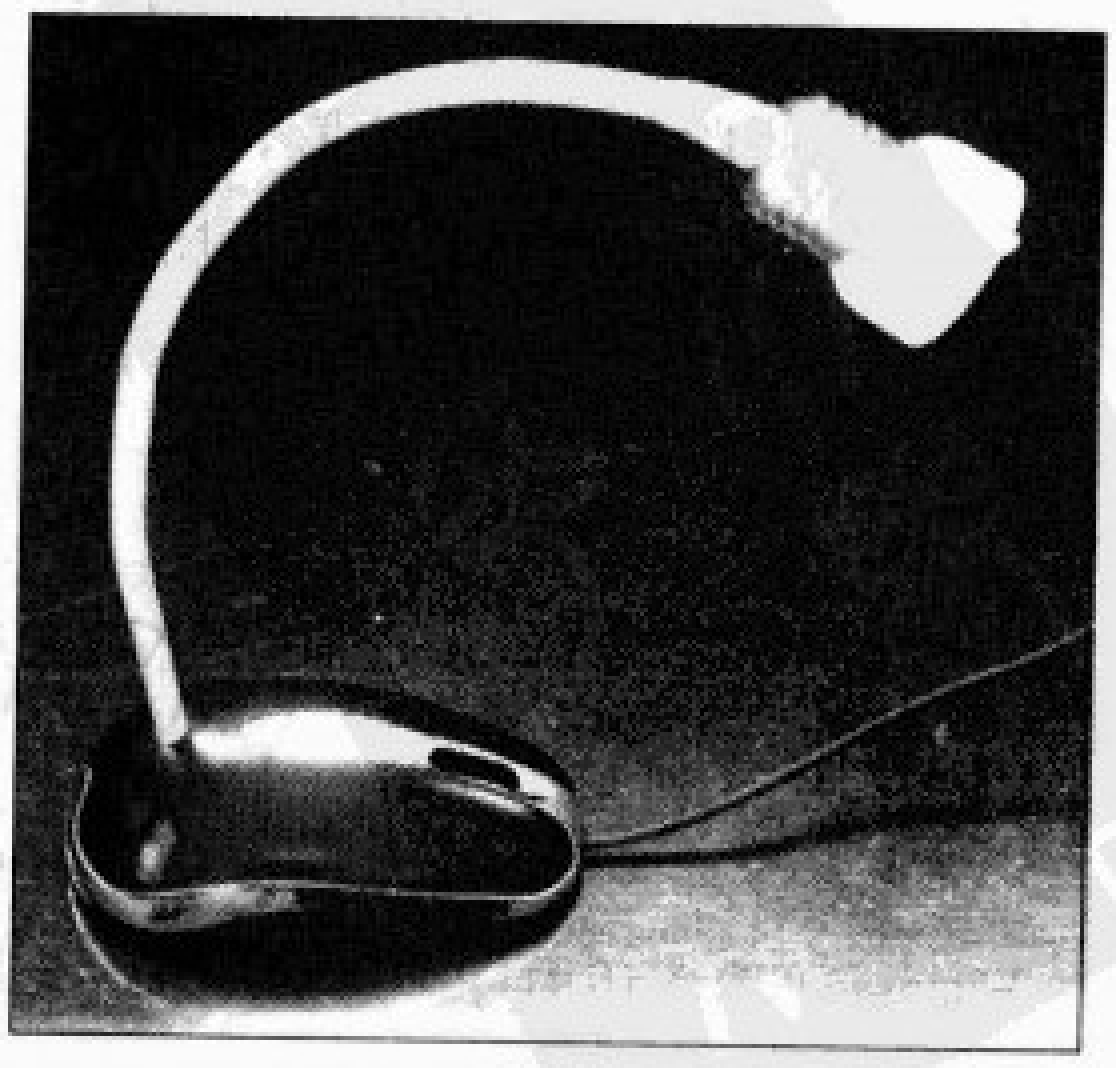

图7
8.把发光板塞到节能灯灯头里，再用热熔胶固定发光板与节能灯灯头、节能灯灯头小孔与护套线的连接处。至此，一个省电实用而且长寿的键盘灯即制作完成（图7）。